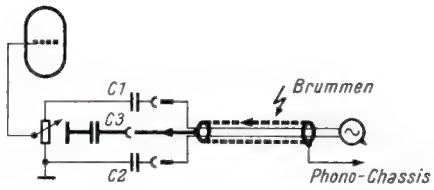

*Bild 2. Bei einer zweiadrigen abgeschirmten Schnur kommen Mantelströme nicht in den Nf-Weg*
*Bild 2. Schaltanordnung zur Temperaturreglung. KT = Kontaktthermometer, das möglichst in unmittelbarer Nähe der Transistoren zu montieren ist. I = Feinrelais, in Arbeitsstellung gezeichnet, II = Schaltschütz. 1,2 = Anschlüsse für den Wärmestrahler*
werden und, in einen Niederspannungsstromkreis gelegt, ein Relais mit Ruhekontakt betätigen, das beim Ansprechen eine Infrarotlampe, einen Infrarotdunkelstrahler oder eine Heizsonne, in deren Strahlenkegel sich der geschwärzte Blechkasten befindet, ausschaltet. Das Relais muß mit Kontakten versehen sein, welche die Strombelastung der Wärmequelle vertragen (*Bild 2*).
Bei Allstrombetrieb läßt sich das Brummen dadurch beseitigen, daß man die einadrige Schirmleitung gegen eine zweiadrige austauscht und einen dreipoligen Stecker benutzt. Die beiden aus dem Abtastsystem herauskommenden Tonleitungen werden an die beiden Kabeladern bzw. die Stecker-Außenstifte gelegt, der Mantel steht mit dem Stecker-Mittelstift und dem Phono-Chassis in Verbindung. Bei dieser Anschlußweise (*Bild 2*) erzielt man eine saubere Trennung zwischen Brumm- und Tonspannung, weil letztere gar nicht zum Kabelmantel gelangt und daher auch keine Mischung stattfinden kann.